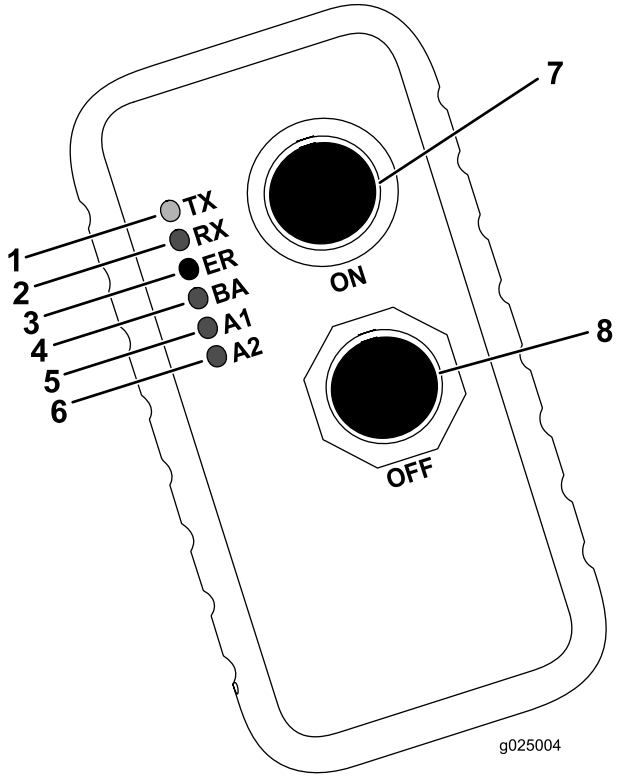

Figure 58
Le tableau suivant énumère les divers états des témoins de la télécommande manuelle (Figure 58) et leur signification :
4. Appuyez simultanément sur les boutons de verrouillage (OFF) et déverrouillage (ON) (Figure 58).
5. Maintenez enfoncés les boutons ON et OFF jusqu'à ce que le témoin d'émission (TX) vert se mette à clignoter (Figure 58).
6. Mettez la machine en marche tout en maintenant les boutons de verrouillage (OFF) et déverrouillage (ON) enfoncés (Figure 58).
7. Relâchez les boutons ON et OFF (Figure 58).